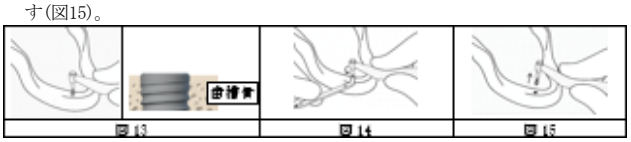

図13　図14　図15
(4)インプラントを15rpm以下の速度で埋植する(埋植の最終位置まで入ると抵抗が大きくなる)。埋植深度は骨内埋植部のすべてが歯槽骨頂下となることを推奨する(図13)。